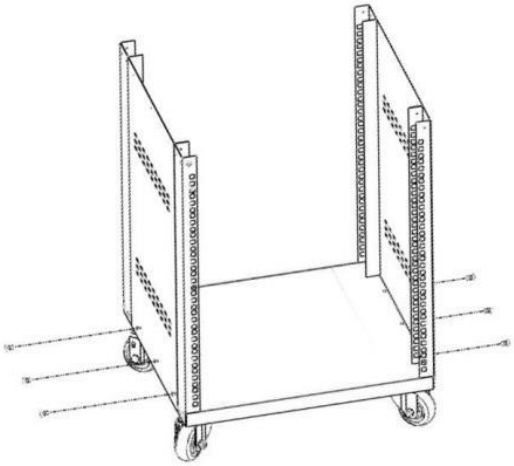

Figure 3
3. Align the side panel(④) with bottom panel(②), secure with 3pcs m5 assembly fix screws(⑦) by electrical screwdriver. then adopts same
step to fix another side panel(④). See Figure 3.